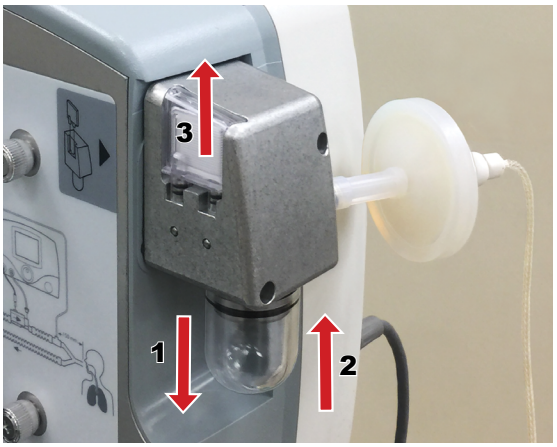

Figure 6-9 Removing/replacing Water Bottle and Water Separator Cartridge
1. Pull the bottle straight down to remove it (see **1**, Figure 6-9).
- Gently pull the cartridge up and out of the dovetail slot in the sampling block (see **3**, Figure 6-9).